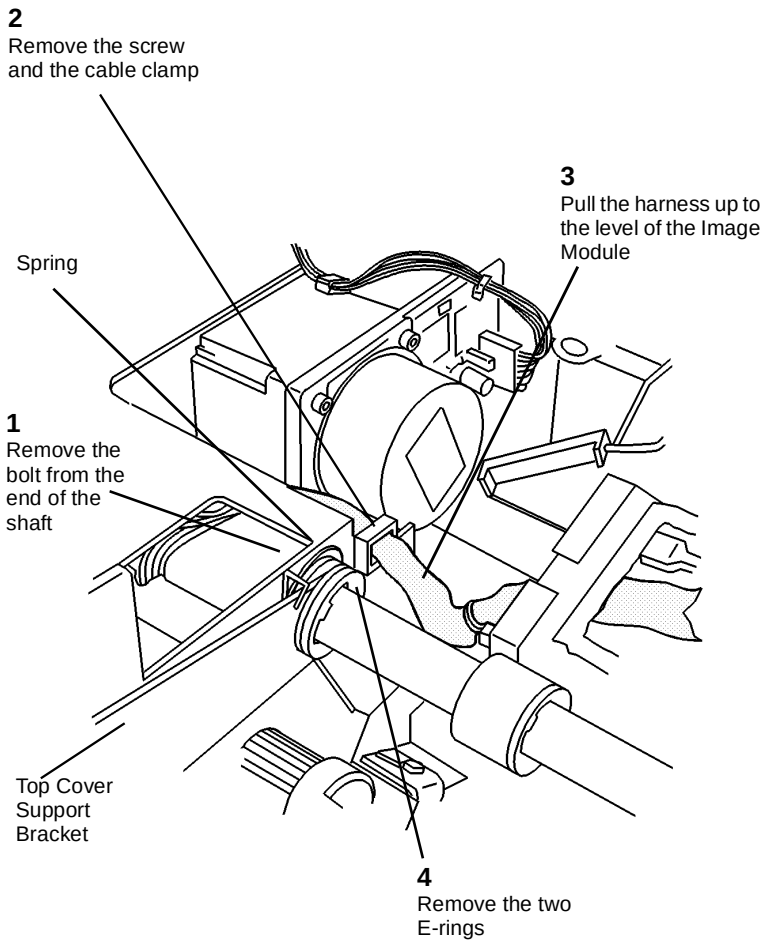

**Figure 9 Preparing to Remove the Image Module Assembly (View looking at the Front from the Right Side)**
15. (Figure 9): Complete the removal preparation on the front area of the Image Module Assembly.